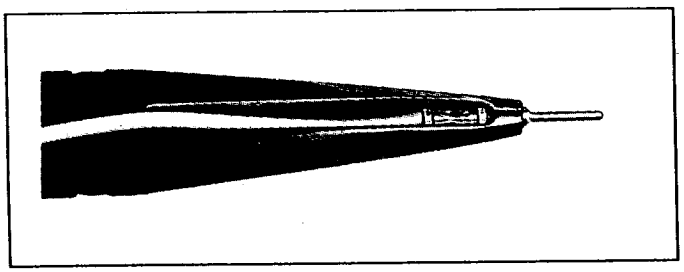

Figure 2
c. Grip the contact at the shoulder nearest the mating end of the contact. The contact should be positioned against the shoulder undercut in the tips of the tool. See figure 2. Insert the contact in the applicable contact hole in the rear of the insert, until the tips of the tool bottom against the insert.